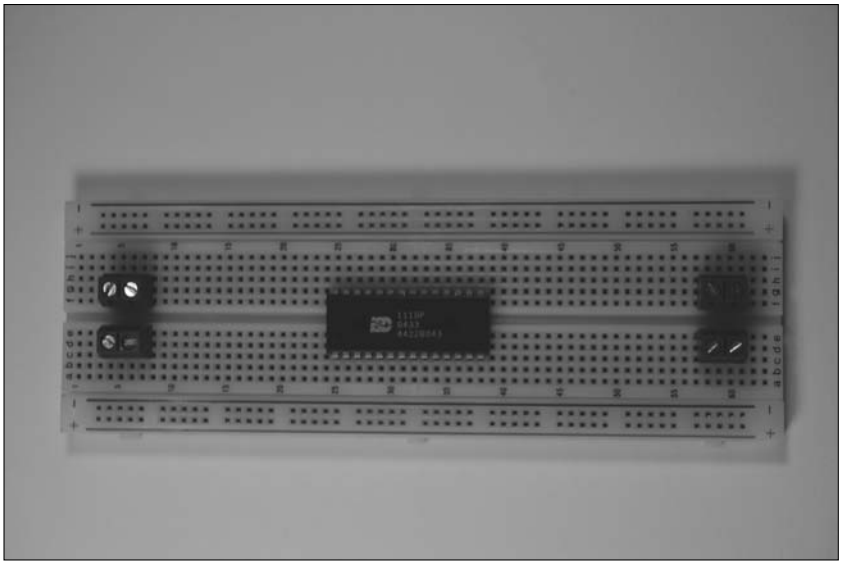

Figure 14-4: Place the voice chip IC and four terminal blocks on the breadboard.
1. **Place the voice chip IC and four terminal blocks on the breadboard, as shown in Figure 14-4.**